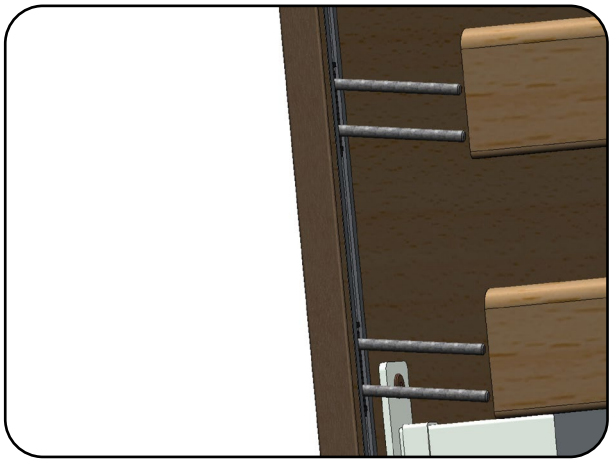

Abb. 6.1.08 – Führungsstifte der Seitengittergleiter
16. Schieben Sie die Seitengitterholme auf die Führungsstifte der Seitengittergleiter auf und legen Sie die Seitengitterholme auf die Liegefläche ab (Abb. 6.1.08).